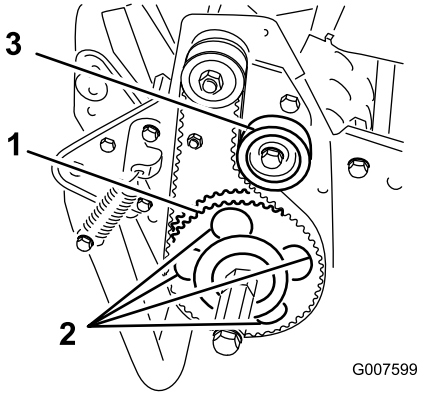

Figura 48
7. Rode a polia de transmissão até que os furos fiquem alinhados com os 4 parafusos flangeados dos rolamentos do rolo (Figura 48).
11. Ajuste a tensão da correia e aperte o parafuso de montagem da polia intermédia (Figura 48).